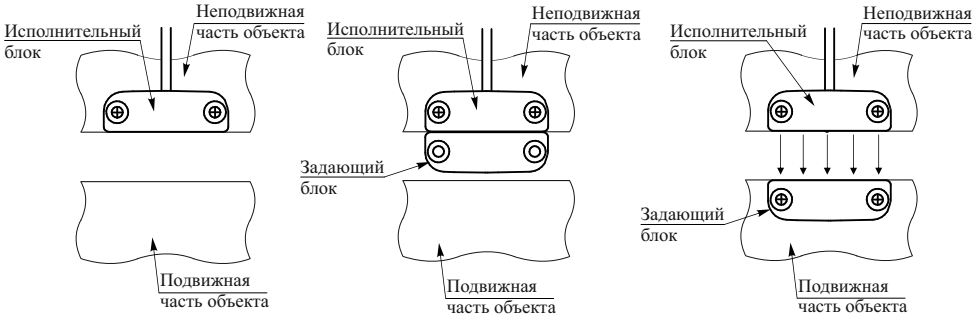

Рисунок 2
– произвести монтаж ИБ на неподвижной части объекта (рисунок 2 а);
– приложить ЗБ вплотную к ИБ так, чтобы оба блока находились в одной плоскости (рисунок 2 б);
– сдвинуть ЗБ и произвести его монтаж на подвижной части объекта (рисунок 2 в). Максимальное отклонение блоков от номинального положения – не более 3 мм;